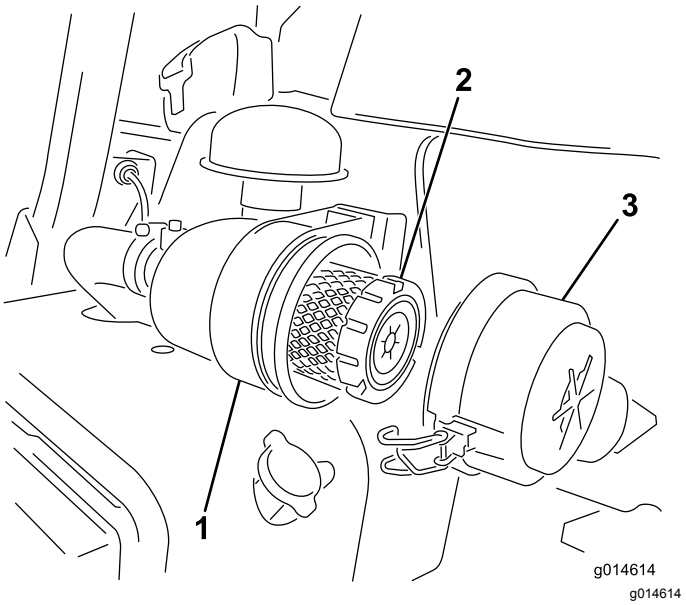

Figur 44
1. Lossa spärrhakarna som håller fast luftrenarkåpan på luftrenarhuset (Figur 44).
6. Fäst spärrarna (Figur 44).